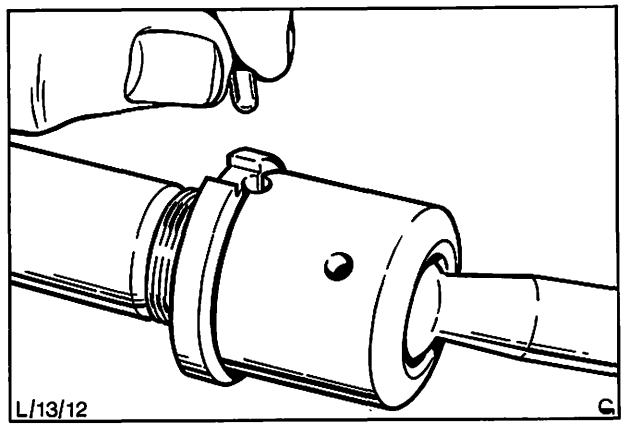

Abb. 41 Sicherungsstift der Kontermutter – Kugelkopfgehäuse
19. Eine 4-mm-Bohrung in der Mitte der Trennfuge, Kontermutter – Kugelkopfgehäuse, anbringen. Bohrtiefe: 9,5 mm, Abb. 41. Trotz eventueller Übereinstimmung der bestehenden Bohrungshälften muß stets eine neue Bohrung erfolgen.